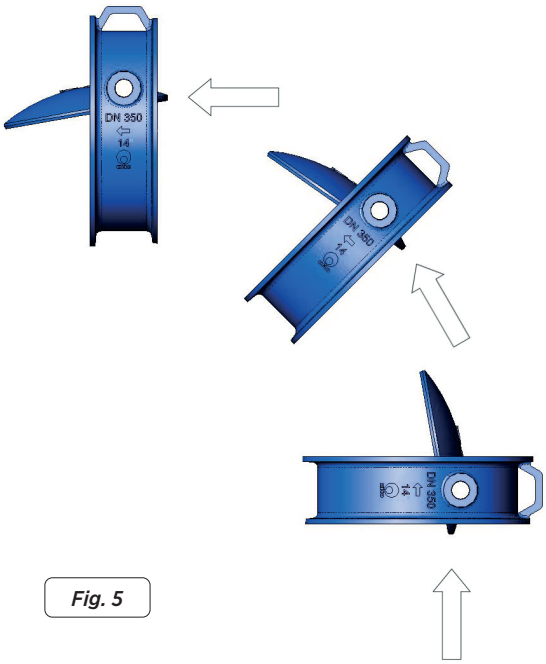

Fig. 5
- Quando la valvola è dotata di contrappeso, potremo montare la valvola in una qualsiasi delle 3 posizioni che vengono mostrate nella Fig. 5, ma il contrappeso farà sempre una rotazione da +45° a -45° rispetto al piano orizzontale e, se necessario, muoveremo lo stesso.